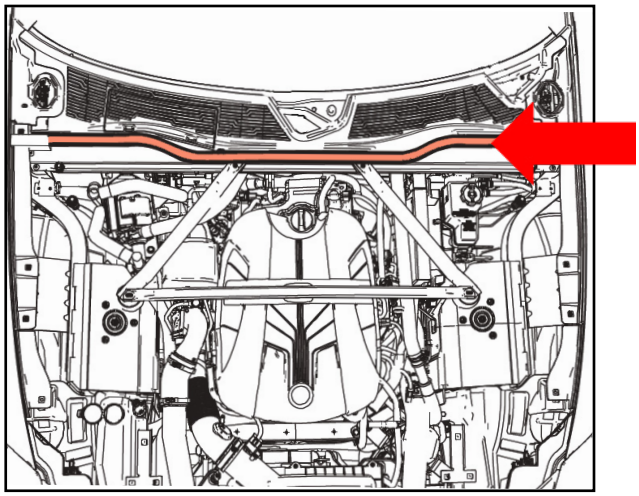

fig. 8a
a. Remove the rear hood seal from the cover (fig. 8a)